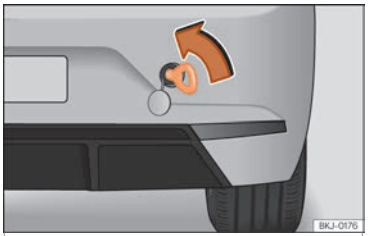

Fig. 102 Parte direita do para-choques traseiro: argola de reboque enroscada.
– Enroscar a argola de reboque até ao máximo na rosca ››› Fig. 102 e apertá-la com a chave de rodas.